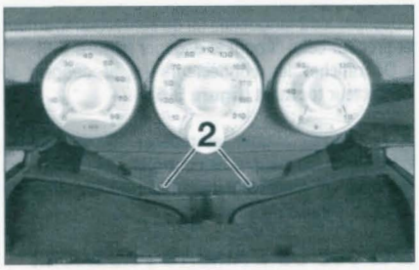

FIGURE 9-17
• Déposer les vis de fixation du combiné (2) puis le tirer vers soi avec précaution **(figure 9-17)**.